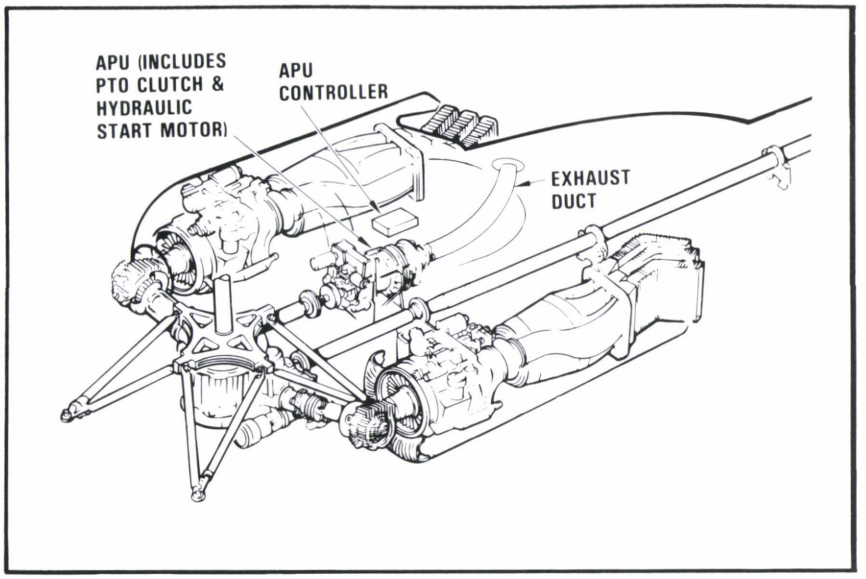

FIGURE 12: Auxiliary power unit (APU) components.
The purpose of the AH-64's Airesearch GTCP 36-55(H) auxiliary power unit (APU) is to drive the accessory gearbox of the main transmission when the rotor is not turning. Indirectly the APU provides hydraulic pressure, pressurized air and electrical power to the aircraft systems. Main engines may be started with the APU without dependence on ground service units. Enclosed in its own compartment for cooling, the auxiliary power unit (figure 12) is located on the right side of the fuselage deck, aft of the transmission, between the engine nacelles. It is composed of four sections: gear box; air inlet; compressor; and turbine section.